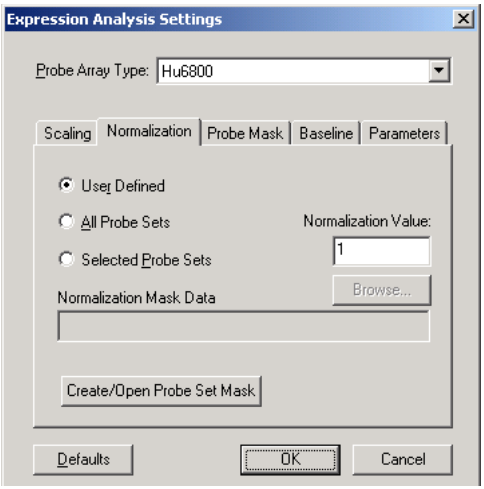

Figure E.18
1. In the Normalization tab, choose the **User Defined** option **(Figure E.18)**.